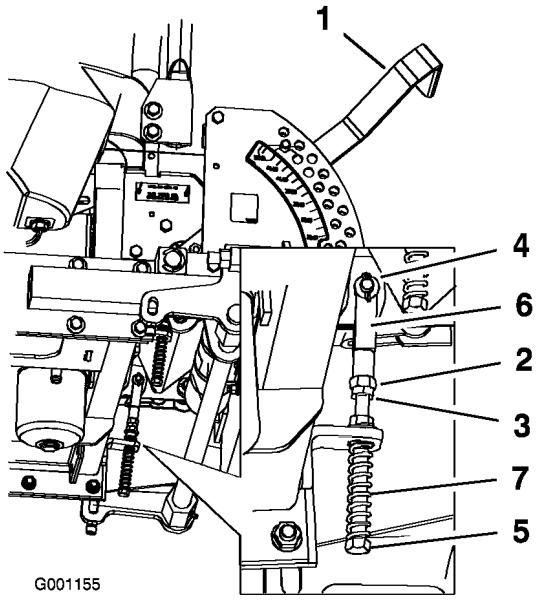

Figur 65
8. Hvis det er nødvendig med justering må du løsne på mutteren og låsemutteren mot krysshodet (Figur 65).
9. Legg på lett trykk bakover på kontrollspakene, vri hodet på justeringsbolten i korrekt retning inntil kontrollspaken er sentrert i nøytral, låst stilling (Figur 65).
10. Stram mutteren og låsemutteren (Figur 65).